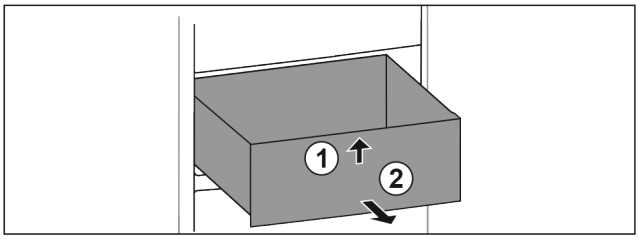

Fig. 166
- ▶ Ridicați sertarul în față. *Fig. 166 (1)*
- ▶ Extrageți sertarul spre înainte. *Fig. 166 (2)*